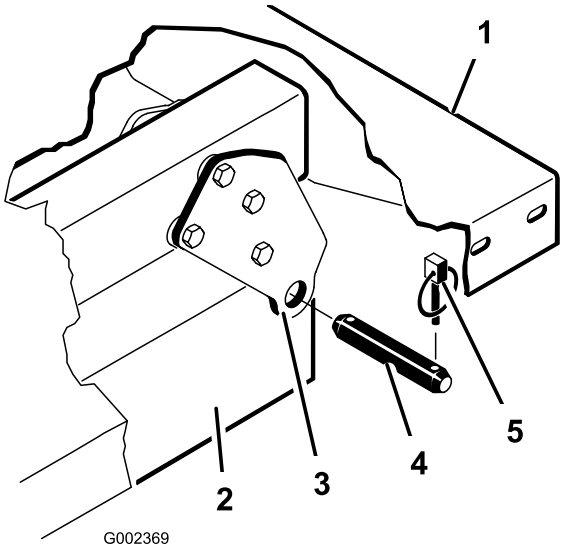

**Figur 34**
**Bemærk:** Sørg for, at de bageste drejeplader boltes til bundstellet/kanalen, så den lave ende vipper bagud (Figur 34).